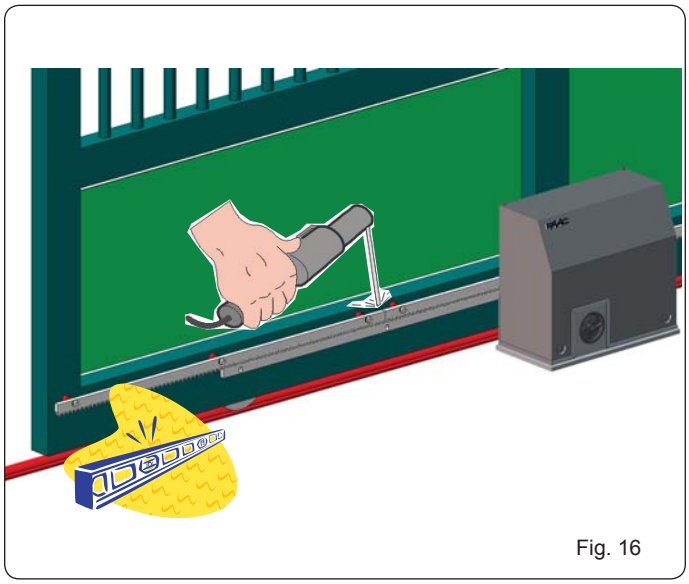

Fig. 16
5. Placer un autre élément de la crémaillère à côté du précédent en utilisant un morceau de crémaillère pour mettre en phase la denture des deux éléments, d'après la Fig. 16.